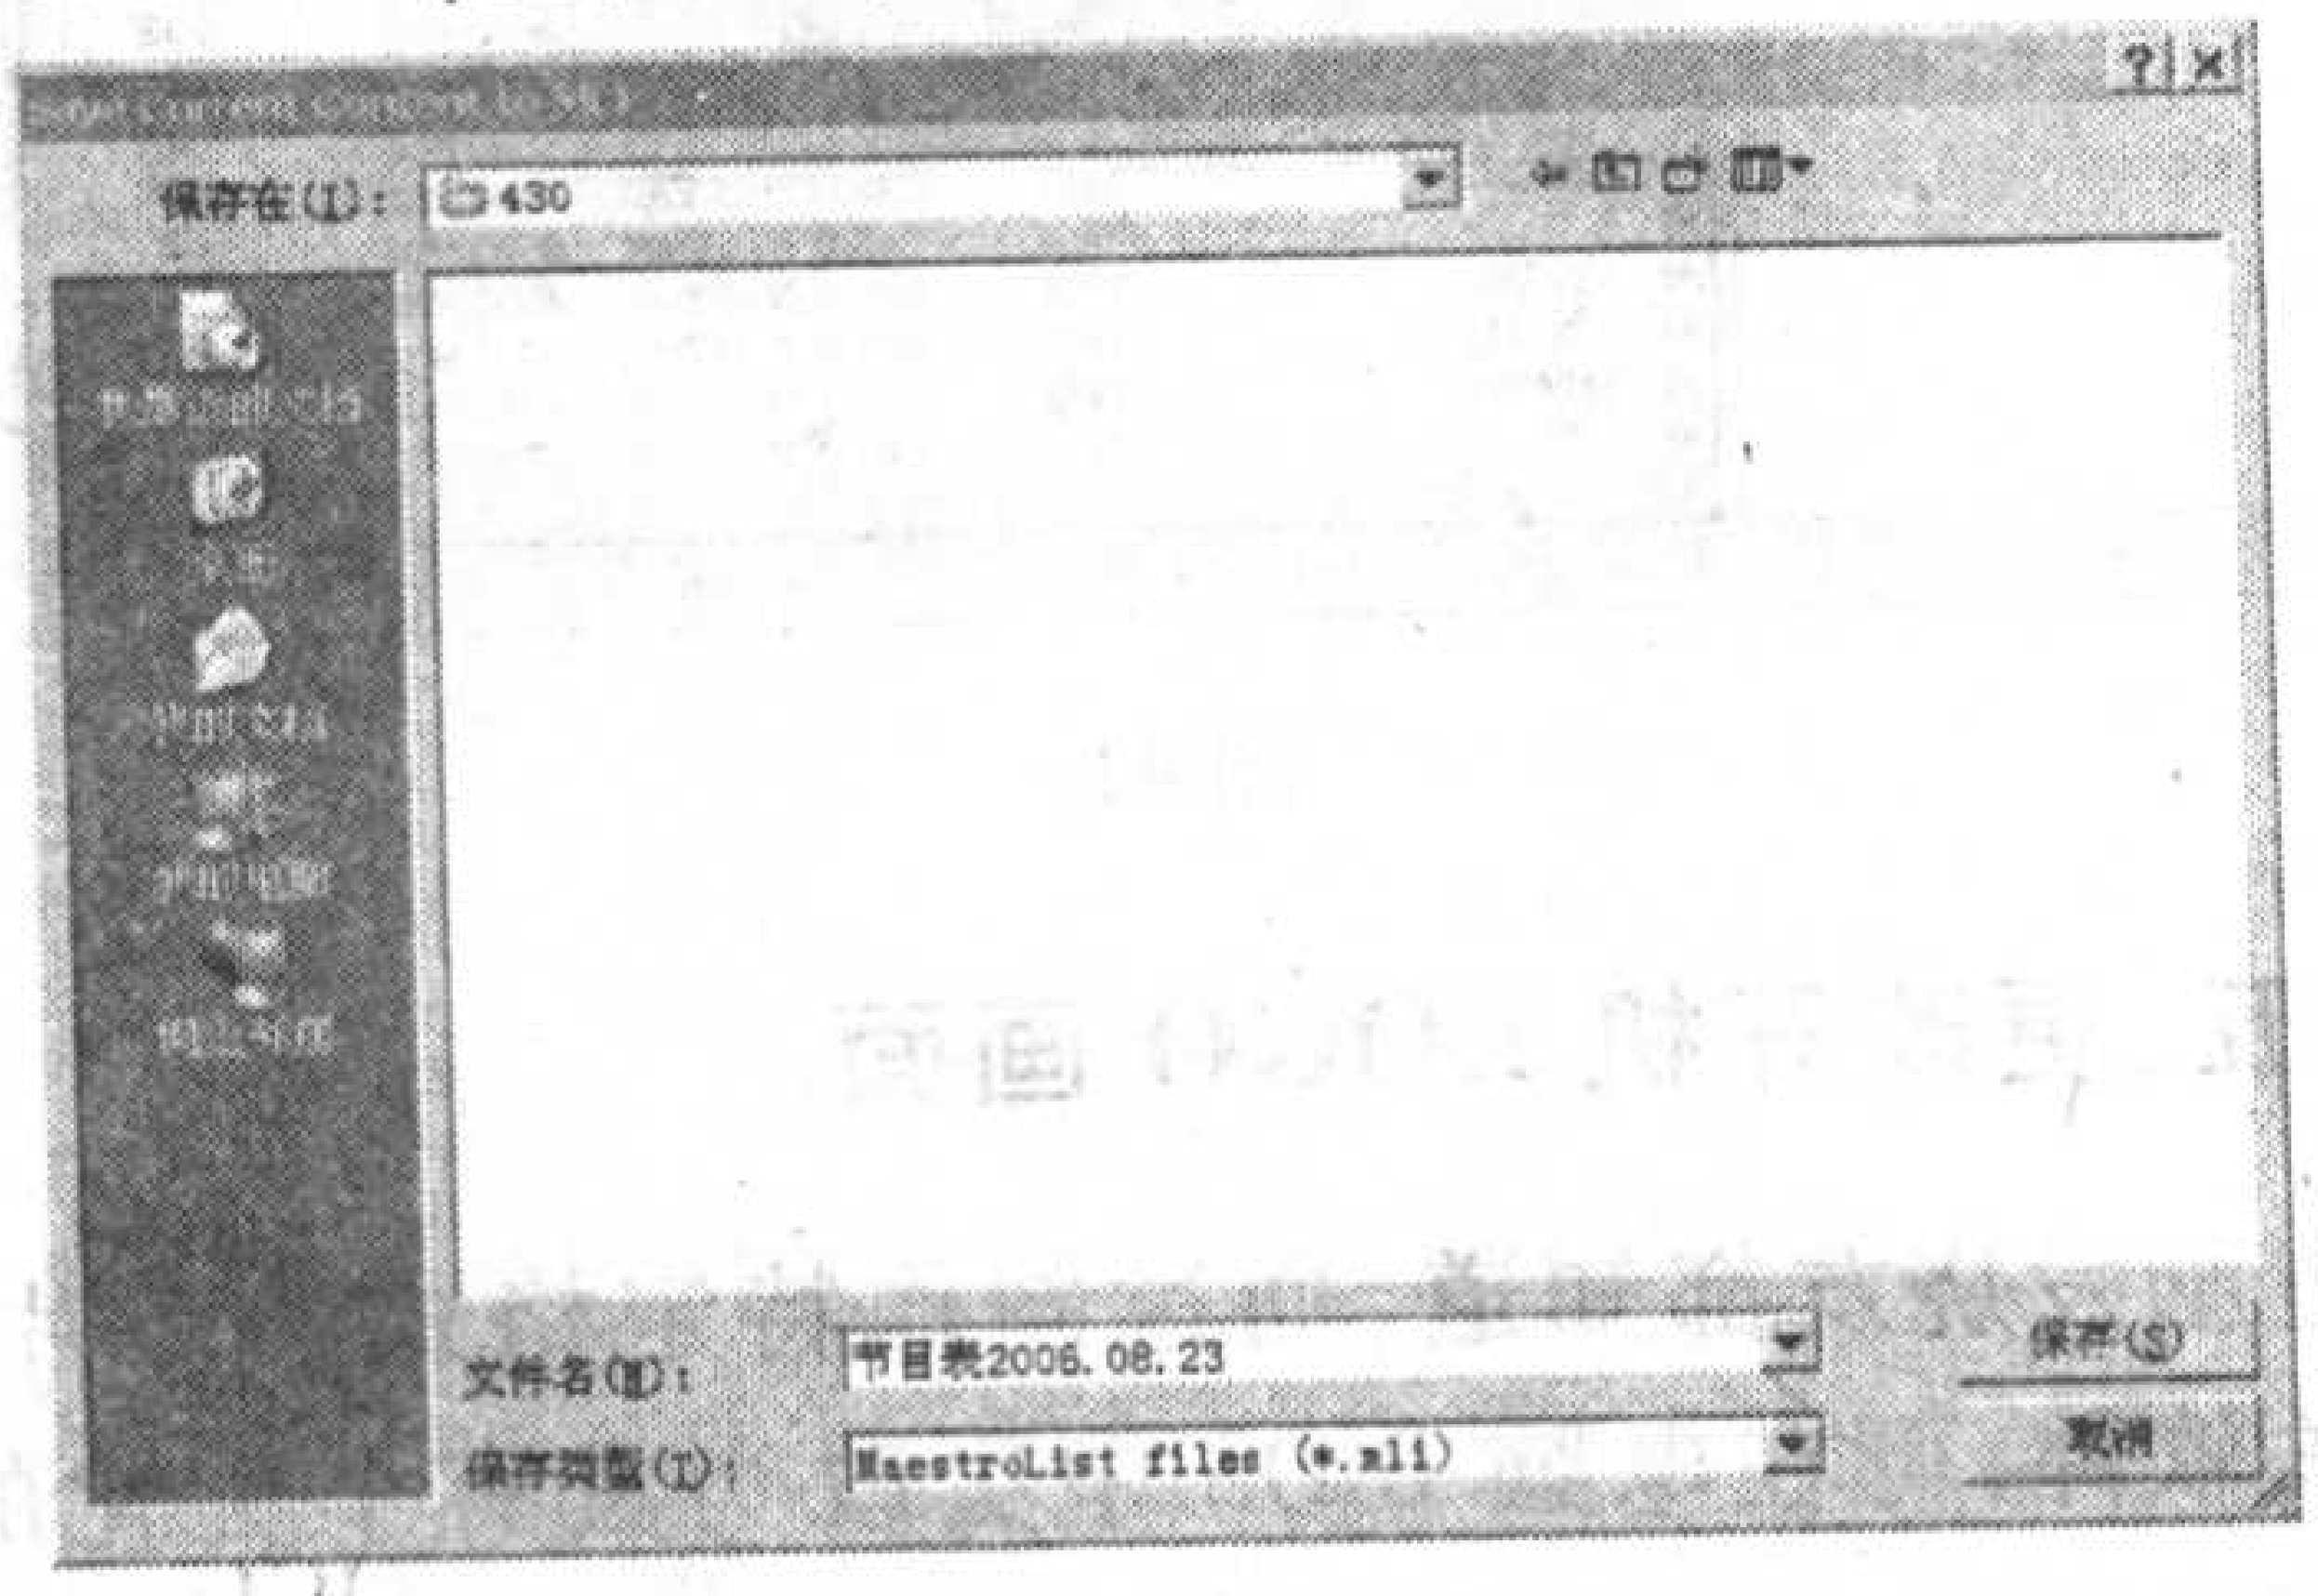

图 33
2. 点击后软件弹出一个窗口,让你选择保存 MaestroList files (＊. mli)路径和文件名,例如为“节目表 2006.08.23”(见图 33)。